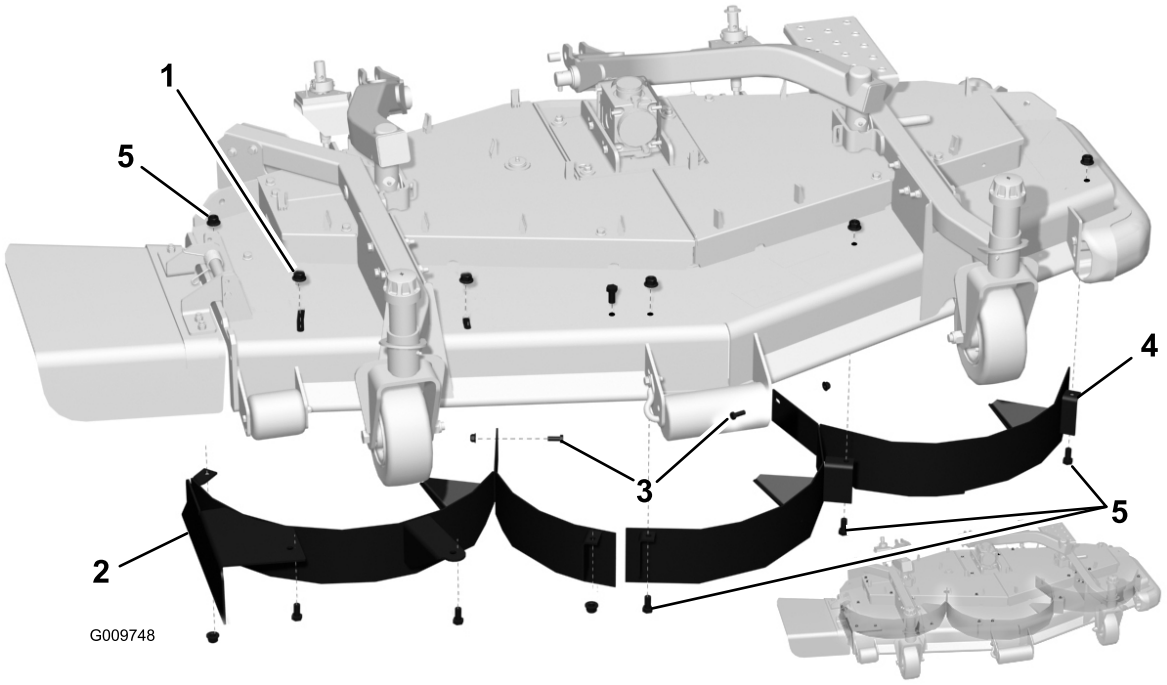

Figure 2
- On 72 inch mowers, secure the right baffle to the top of the mower with new 2 bolts (1/2 x 1 inch) and 2 new nuts (1/2 inch) (Figure 2).
- On 60 inch mowers, secure the right baffle to the top of the mower with 1 new bolt (1/2 x 1 inch) and 1 new nut (1/2 inch) (Figure 2).
- Secure the rear of the baffle to the rear of the mower with 1 new bolt (3/8 x 1 inch) and 1 new nut (3/8 inch) (Figure 2).
3. On 60 inch mowers only, secure the left baffle to the right baffle with 1 new carriage bolt (3/8 x 1 inch) and 1 new flange nut (3/8 inch) (Figure 2).